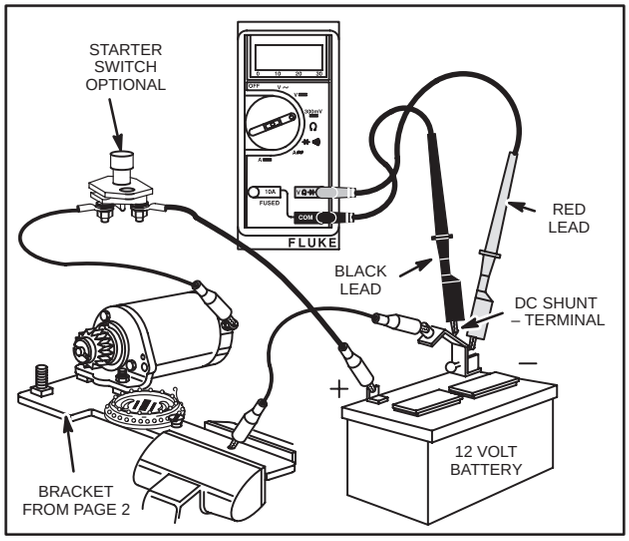

Fig. 696 – TESTING 12 VOLT STARTER MOTOR DIGITAL MULTIMETER
1. Connect the starter motor, battery and meter as shown in Fig. 696.